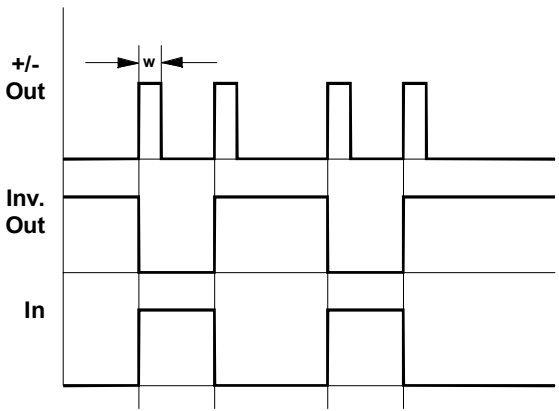

Abb. 1: Signalverhalten des A-165
❸ Inv. Out
Das invertierte Trigger-Signal greifen Sie am **Ausgang ❸** ab (s. Abb. 1).
❹ +/- Out
Am **Ausgang ❹** stehen die bei der positiven und negativen Flanke des Trigger-Signals generierten Trigger-Impulse (Pulsdauer w: ca. 50 ms) zur Verfügung (s. Abb. 1).